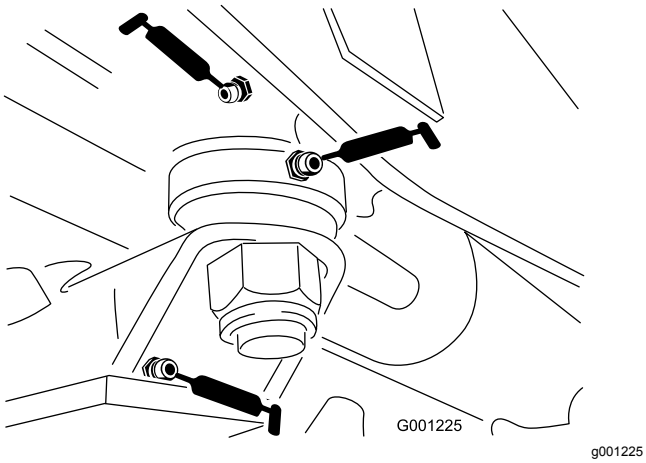

Figur 39
- Styreplatehylser (Figur 39)
- Akselpinnehylse (Figur 39)